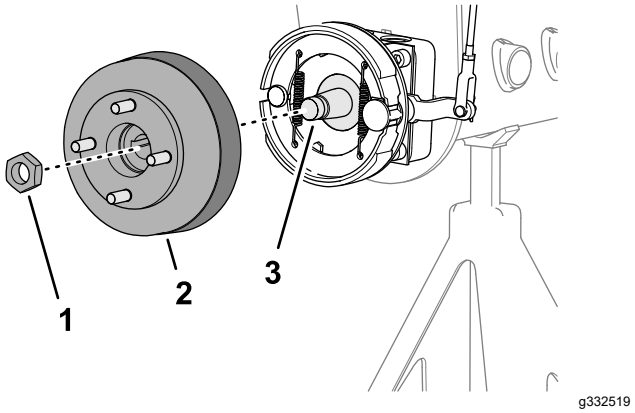
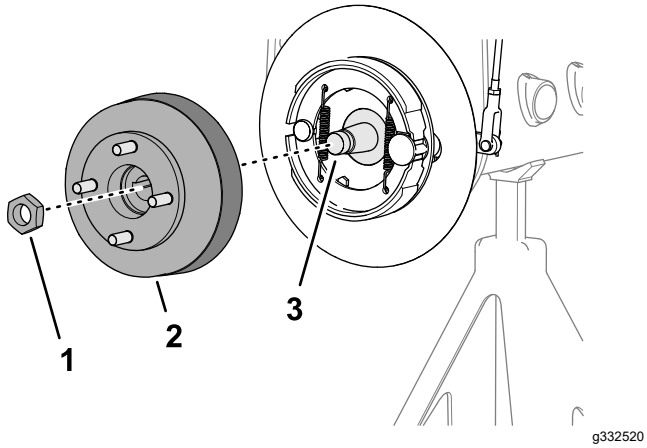

Figur 84
Figur 85
3. Montera hjulnavet och bromstrumman på hjulmotoraxeln (Figur 84 eller Figur 85).
4. Fäst hjulnavet på axeln med låsmuttern (Figur 84 eller Figur 85) och dra åt för hand.